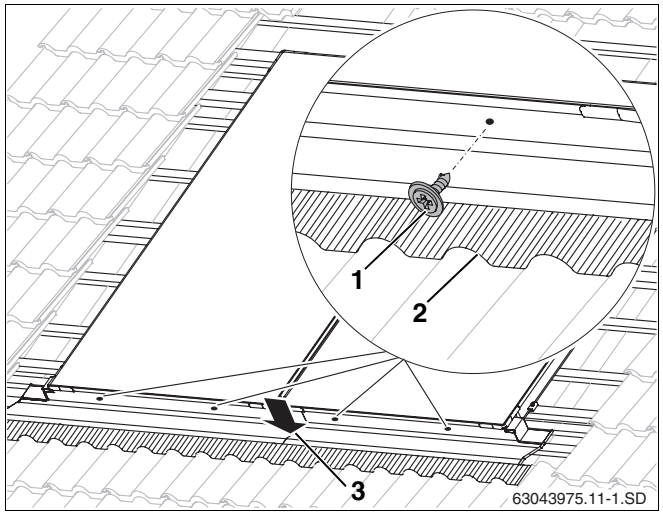

Abb. 48 Befestigung der unteren Bleche
- Die Bleche in den Körnungen mit Schrauben (12 mm lang, Abb. 48, **Pos. 1**) und Dichtscheiben befestigen.
- Das oben liegende Abdeckblech auf das unten liegende andrücken (Abb. 48, **Pos. 3**).
- Bleischürzen im vorderen Bereich vorsichtig der Dachpfannenkontur (Abb. 48, **Pos. 2**) anpassen.